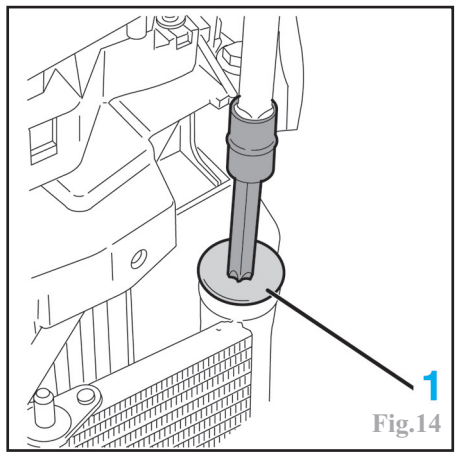

Fig.14
Nettoyer à proximité du bouchon (1) (Fig.14).